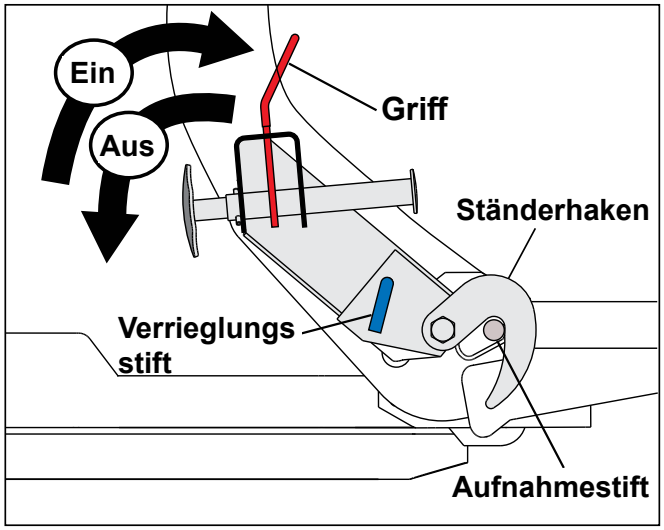

Bild 3
4. Ziehen Sie den Verriegelungsstift heraus (Bild 3) und halten Sie ihn; drehen Sie dann den Griff nach oben und lassen Sie den Verriegelungsstift wieder los. Der Ständerhaken muss den Aufnahmestift greifen.